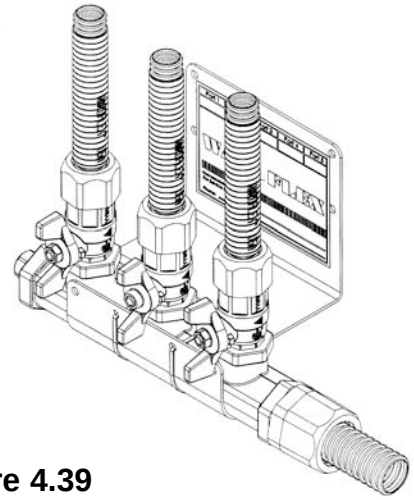

Figure 4.39
- Use the manifold bracket to attach a manifold to a wall surface or frame member (See Figure 4.39).